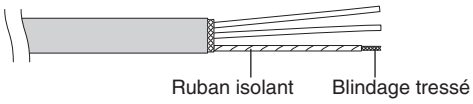

Fig. 4-10
(2) Effilochez le blindage tressé et torsadez le les fils détressées ensemble pour en faire un conducteur. Isolez les fils blindés en les recouvrant d'une gaine isolante ou en les enroulant du ruban adhésif. (Fig. 4-10)